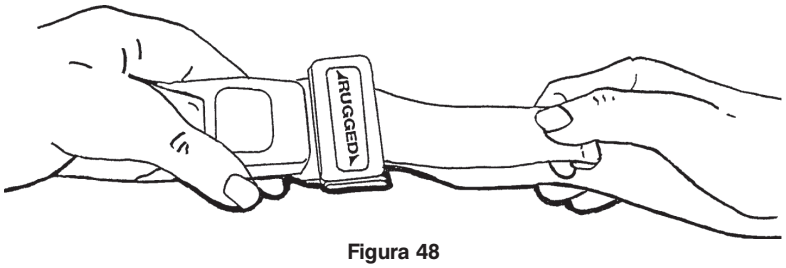

Figura 48
- **Para alargar la correa de sujeción**, agarre la placa de cierre de la hebilla, gírela en un ángulo con la cincha y tire (Figura 48). Una lengüeta al final de la cincha impide que la placa de cierre de la hebilla se salga de la correa.
- **Para acortar la correa de sujeción**, agarre la lengüeta y tire de la cincha a través de la placa de cierre de la hebilla hasta lograr el ajuste deseado (Figura 48).